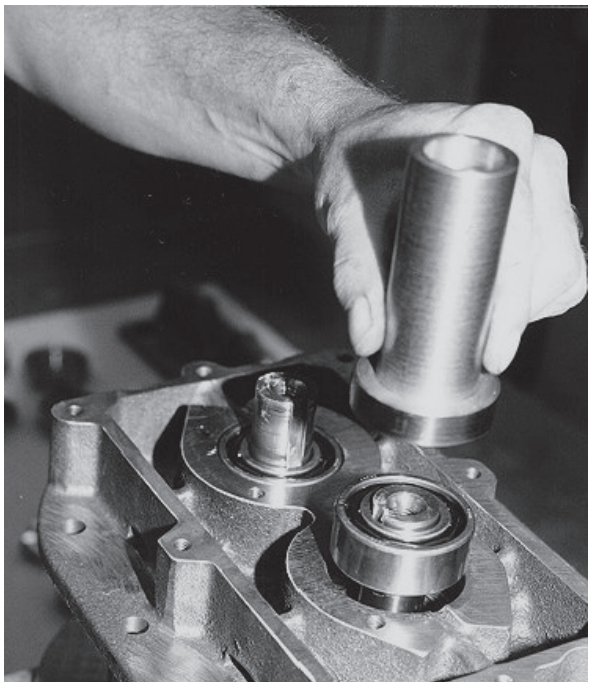

Figure 8-11 – Tapping Bearings into End Plates
2. Apply a thin coat of lubricant on the rotor shafts and the inner race of the bearings. Tap the bearings into place using a tube with a flanged end that will contact both the inner and outer bearing races (see ***Figure 8-11***).